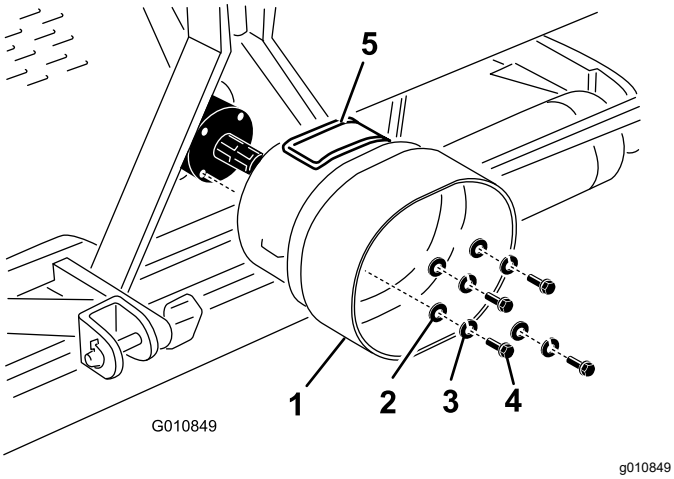

Figura 22
1. Rimuovete i 4 bulloni, le rondelle di bloccaggio e le rondelle piane fissate sulla parte posteriore della trasmissione dell'arieggiatore (Figura 22).
2. Montate la protezione della PDF sulla trasmissione dell'arieggiatore con i dispositivi di fissaggio precedentemente rimossi (Figura 22).
Allineate il pannello di accesso (Figura 22) della protezione della PDF alla parte superiore o laterale, a seconda della configurazione del telaio dell'arieggiatore.
Nota: Potete aprire lo sportellino di accesso (Figura 22) per facilitare l'operazione di rimozione e montaggio dei fermi dell'albero della PDF.